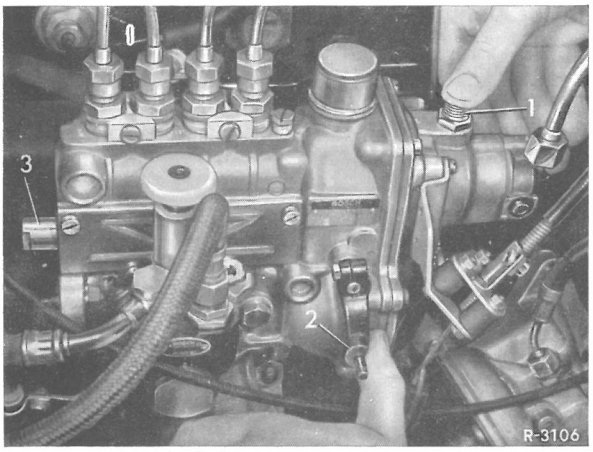

Fig. 07-46/1
2 Start- og stopkabel hægtes af på indsprøjtningspumpens indstillingsarm. Beskyttelsesmuffen (3) over reguleringsstangen fjernes. Vakuumledningen skrues af ved tilslutningen (1). Reguleringsstangen trykkes ved hjælp af indstillingsarmen (2) helt i retning "stop" mens tilslutningshullet (1) lukkes med en finger. Derpå slippes indstillingsarmen, mens man iagttager hvorledes reguleringsstangen reagerer (fig. 07-46/1)